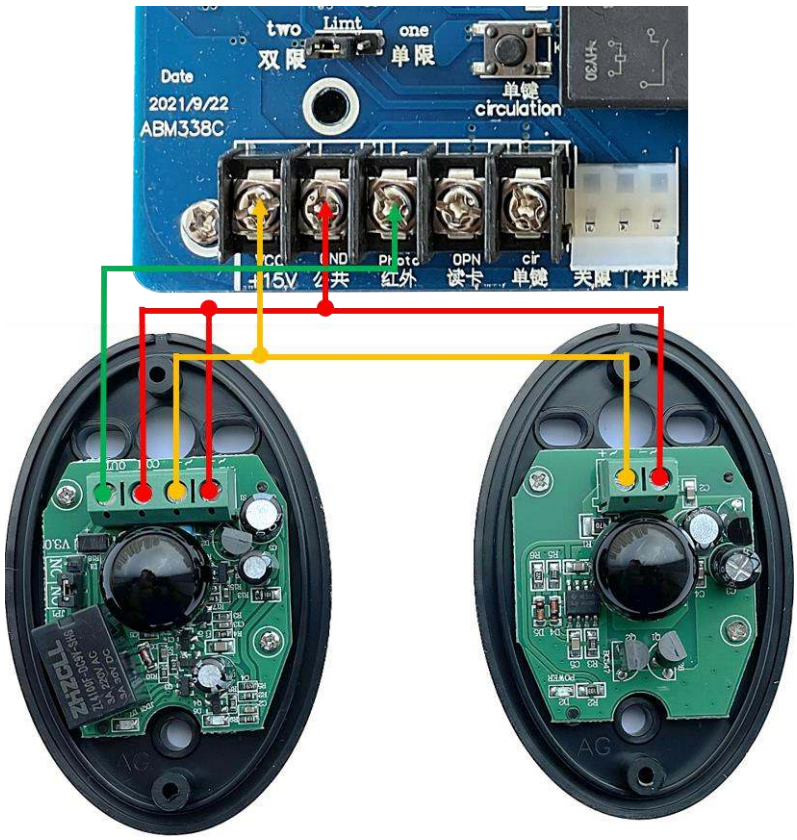

Fig.14
6. Infrared Sensor Wiring (Fig.14)